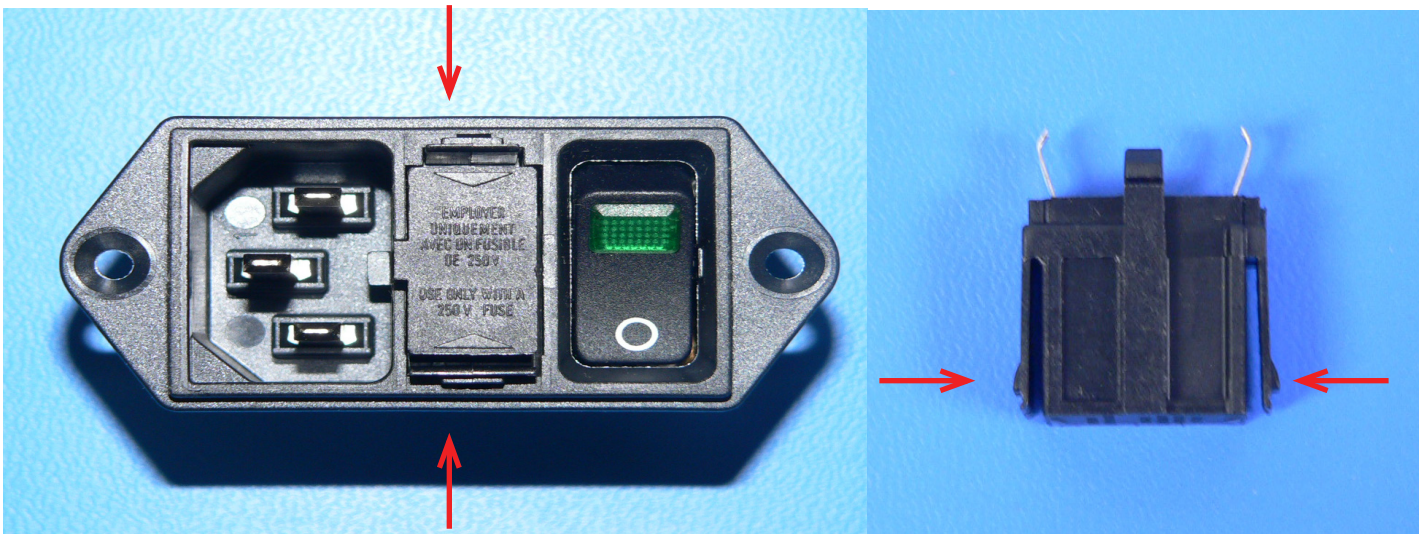

*Figur 18: Sikringsboksflige*
2. Brug nålespidstangen til forsigtigt at trække sikringsboks fra strømindgangsmodulet ud ved at trykke ned på sikringsboksens flige i åbningerne, som vist i Figur 18.